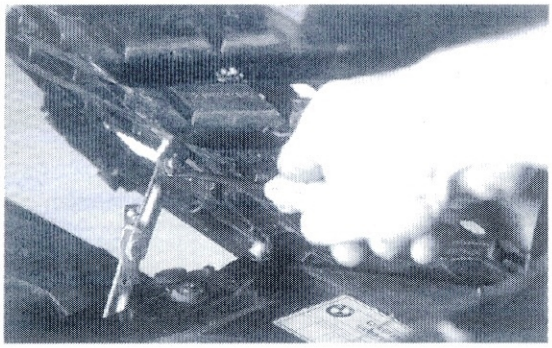
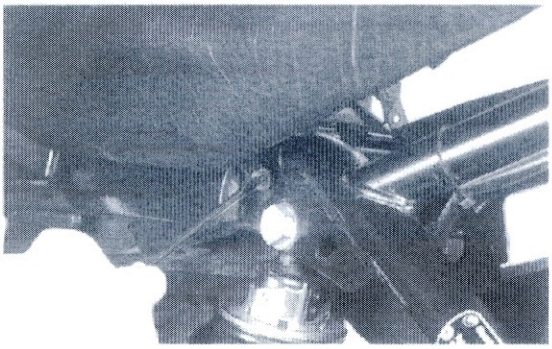

Bild 3
Bild 5
● Sitzbank nach oben klappen. Federklammer aus Gelenkstrebe (Bild 3) und Scharnierbolzen (Bild 4) bzw. Scharnierzapfen (Bild 5) herausziehen. Bolzen aus Scharnier herausziehen und Sitzbank nach vorn abnehmen.
- Rechte Seitenverkleidung (Bild 3), Kniepad und Verkleidungsseitenteil (Kapitel 18 Seite 97) abnehmen.